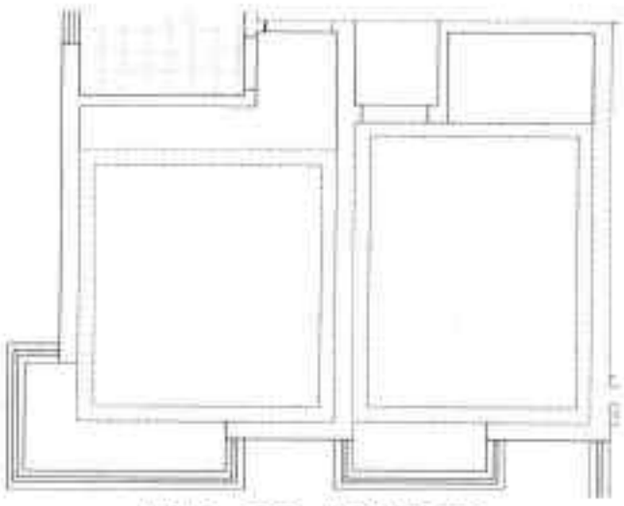

图19-66 偏移矩形
Step 13 执行“矩形”命令，捕捉次卧角点绘制矩形。执行“偏移”命令，将矩形向内偏移 200mm，如图 19-66 所示。